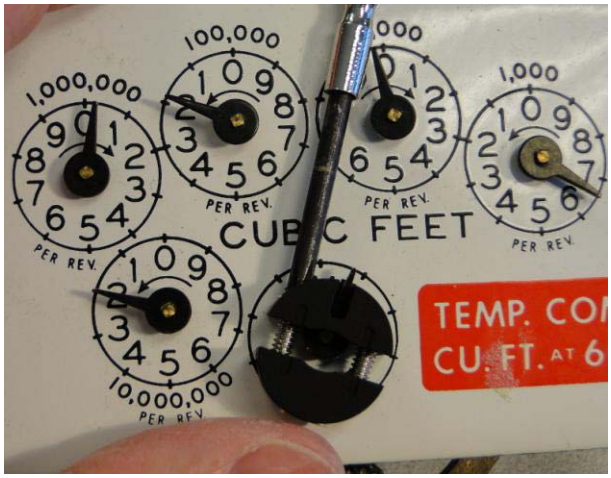

Figure 3 - 12. Thread Screws into Bottom Wheel Half
5. Insert the 0.030 inch thick spacer shim beneath the dial wheel as shown in Figure 3 - 13. Hold the dial wheel as shown. Tighten each screw a few turns at a time so that the two wheel halves remain parallel with each other. Tighten the screws to 3.5 inch-pounds (± 0.50 inch-pounds). Remove the spacer shim.